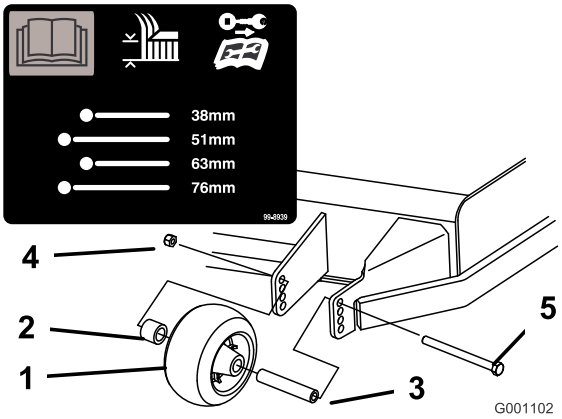
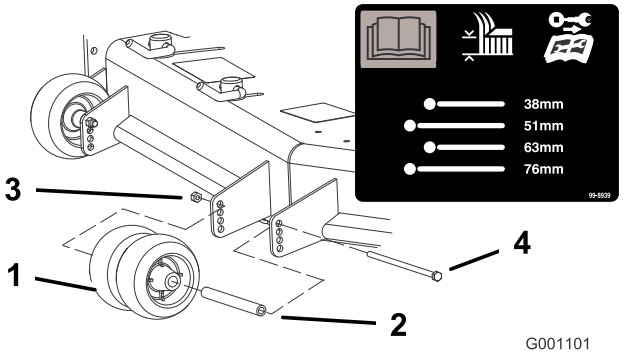
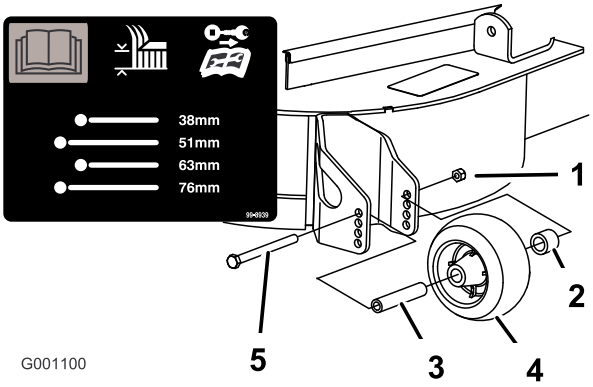

Figur 19
Figur 20
Figur 21
3. Etter å ha justert klippehøyden må du justere valsene ved å fjerne flensmutteren, hylse, avstandsstykke og bolt (Figur 19, Figur 20 og Figur 21).
Merk: De to midtre valsene har ikke et avstandsstykke (Figur 20).
5. Monter flensmutteren, hylsen, avstandsstykket og bolten. Stram til et moment på 54–61 Nm (Figur 19, Figur 20 og Figur 21).